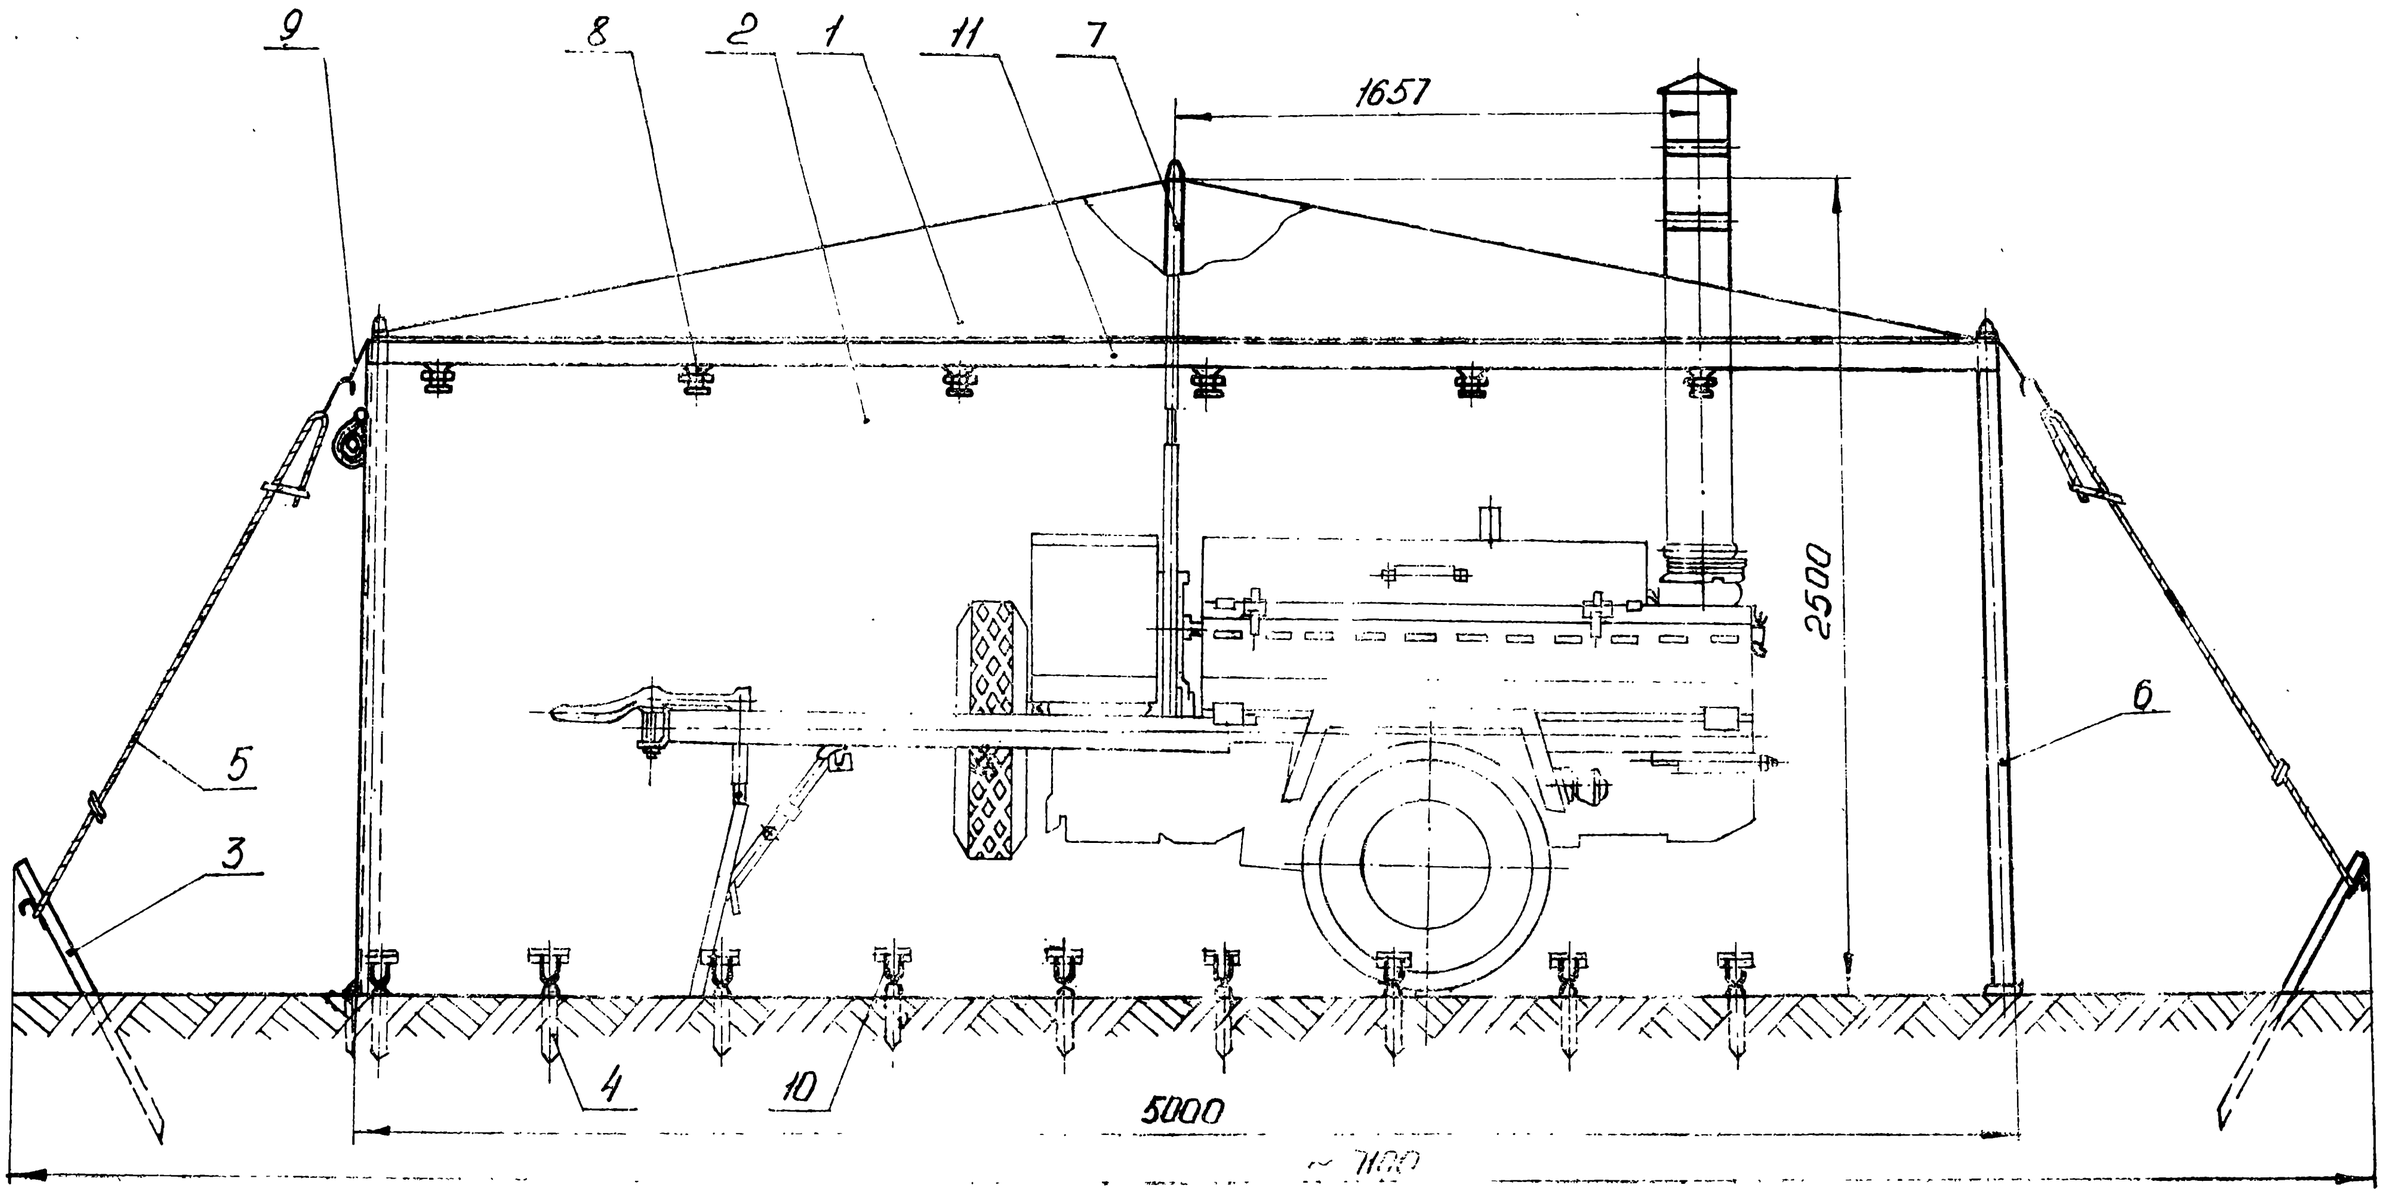

Рис. 8. Палатка в развернутом положении.
4.7. Электрооборудование шасси (рис. 8).